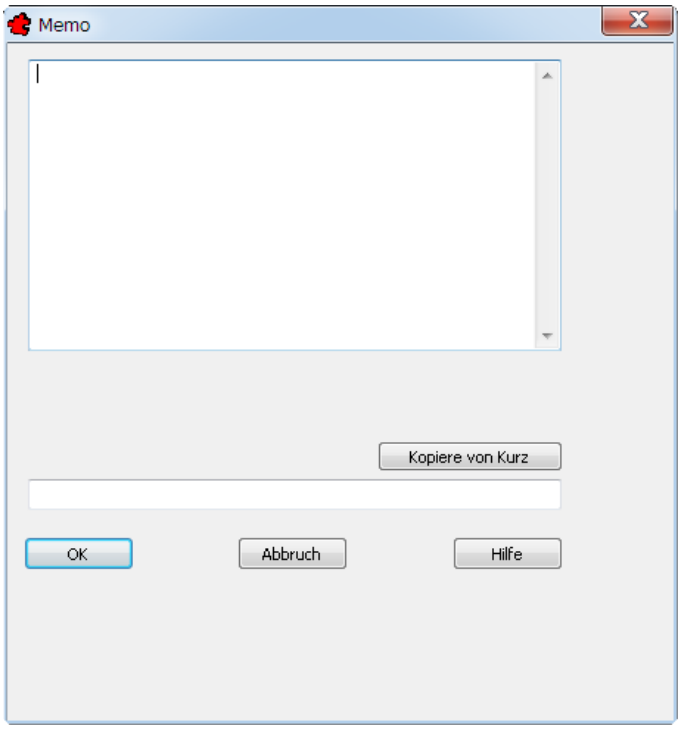

Bild 36.60 – Die Dialogbox *Memo* für die Eingabe von Texten für den GAEB-Export
- *GAEB-Texte:* Diese Schaltfläche öffnet die Dialogbox *Memo,* in die Sie einen Kurz- und einen Langtext für den GAEB-Export einpflegen können (Abb. 36.60).